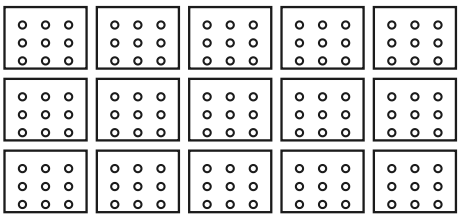

图 6 九孔板面板结构
5、九孔板的使用。九孔板的面板结构如图 6 所示。田字型结构中每个插孔都已相互连通，但任意两个田字型结构之间是不连通的。我们可以用元器件、导线和连接器等连接成我们需要的电路。